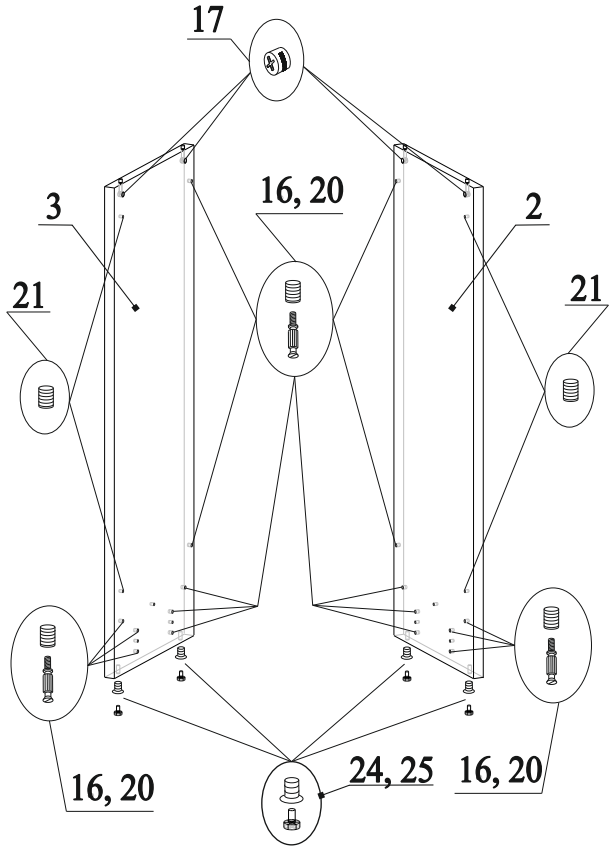

Рис.3
2. В отверстия на деталях 2 и 3 вбить муфты 21 (рис.3);
3. В отверстия на деталях 2 и 3 вбить муфты 20 и вкрутить в них дюбеля 16 (рис.3);
4. В отверстия на деталях 2 и 3 вставить эксцентрики 17 стрелками к торцевым отверстиям (рис.3);
5. В нижний торец деталей 2 и 3 закрутить футорку 24 и вкрутить в нее опору 25 (рис.3);